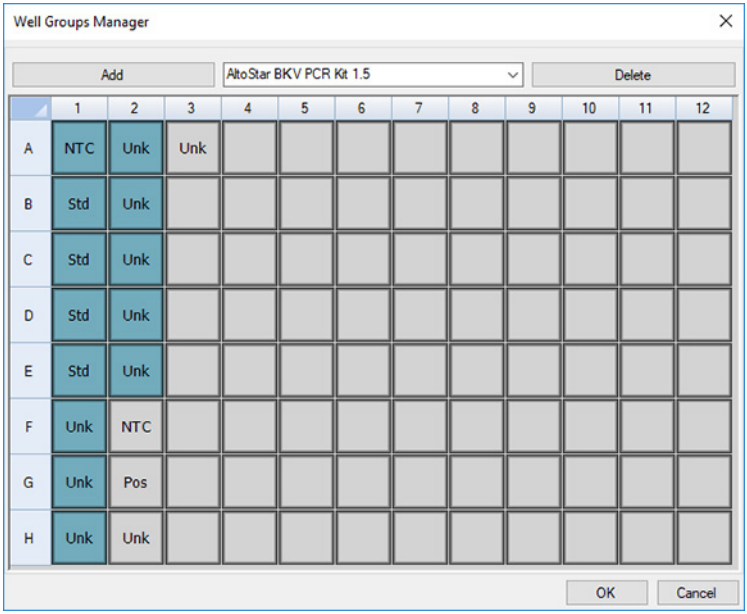

Figure 2: Boîte de dialogue Well Groups Manager (Gestionnaire de groupes de puits)
2. Dans la boîte de dialogue Plate Editor (Éditeur de plaque), cliquez sur **Well Groups**… (Groupes de puits...) dans la barre d'outils. La boîte de dialogue Well Groups Manager (Gestionnaire de groupes de puits) s'affiche (voir la figure 2).
5. Sélectionnez tous les puits de la PCR plate (plaque PCR) situés dans la zone appartenant au premier essai (voir la figure 2). Les puits appartenant à un essai spécifique peuvent être identifiés dans la boîte de dialogue Plate Editor (Éditeur de plaque) grâce aux éléments saisis dans le champ **Biological Set** (Ensemble biologique).